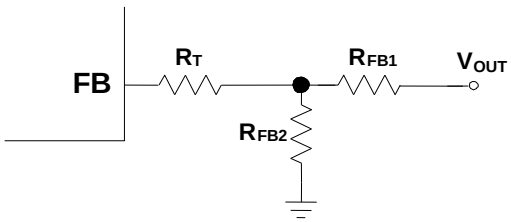

Figure 4: T-Type Feedback Network
The output voltage is set by the external resistor divider connected to FB (see Figure 4). The feedback resistor (R1) sets the feedback loop bandwidth with the internal compensation capacitor. Choose R_{FB1} to be about 40kΩ when V_{OUT} is at least 1V. R_{FB2} can then be calculated with Equation (1):
Use of a T-type network is highly recommended when V_{OUT} is low (see Figure 4).